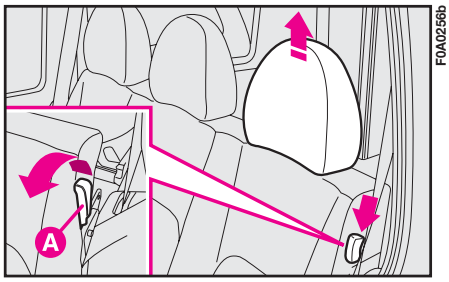
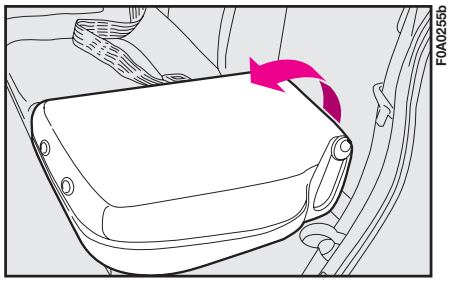

fig. 121
fig. 122
– lift knob **A-fig. 121** then tip the entire seat **fig. 122**.